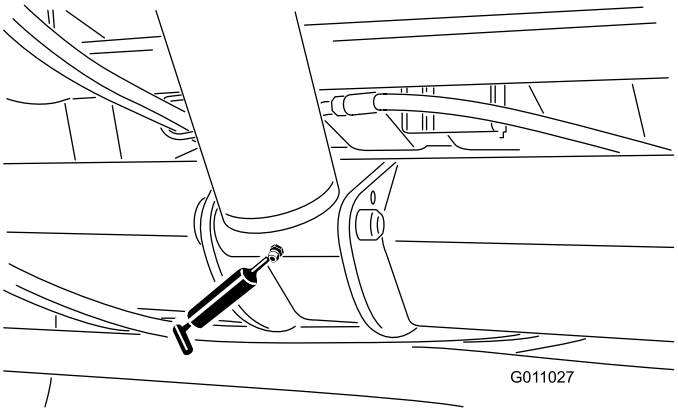

**Figur 34**
- Løftesylinder (2) (Figur 34).